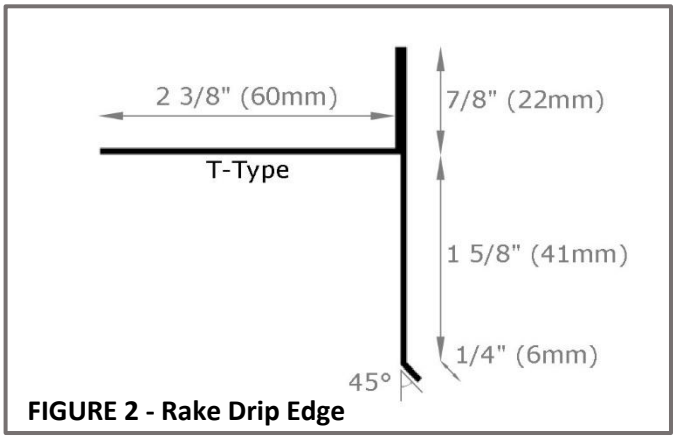

FIGURE 2 - Rake Drip Edge
- **RAKES** - F-WAVE requires a ***T-Type rake drip edge*** at rakes to cover the cut edge of the shingles. Apply drip edge over underlayment at rake edges. Apply a ***1/2" (13mm)*** bead of approved adhesive to drip edge. Trim shingles ***3/16" (5mm)*** from T-Type rake drip edge. See **Figure 2**.